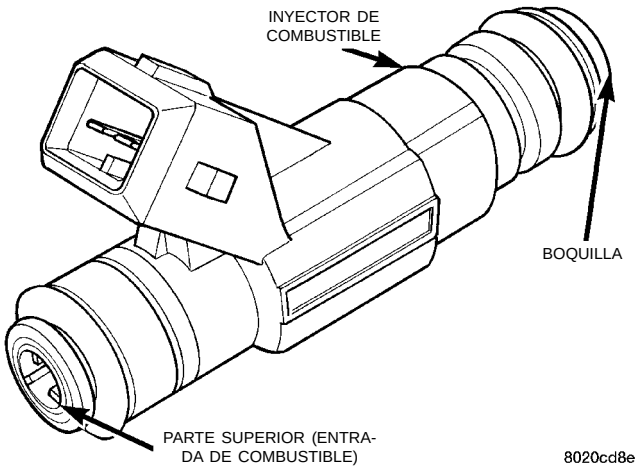

Fig. 30 Anillos "O" del inyector de combustible
(8) Extraiga el inyector del tubo distribuidor de combustible. Reemplace los anillos “O” del inyector (Fig. 30).